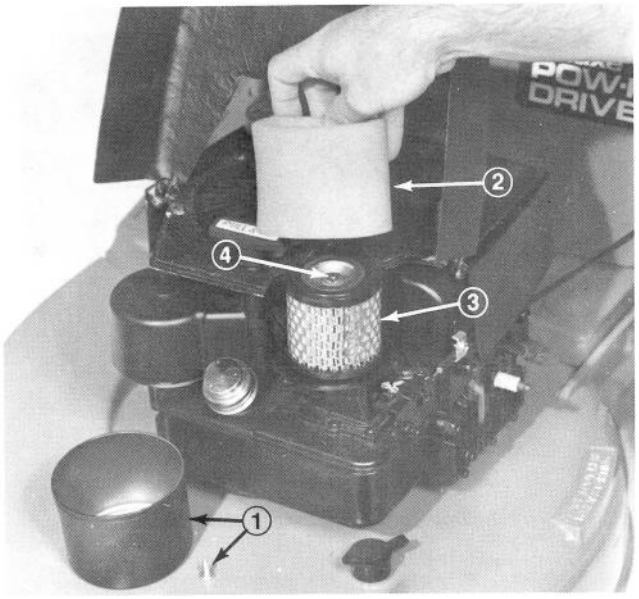

Afbeelding 25
1. Verwijder schroef en deksel, maak schoon (Afb. 25).
D. Plaats element over de luchtfilterromp (Afb. 25).